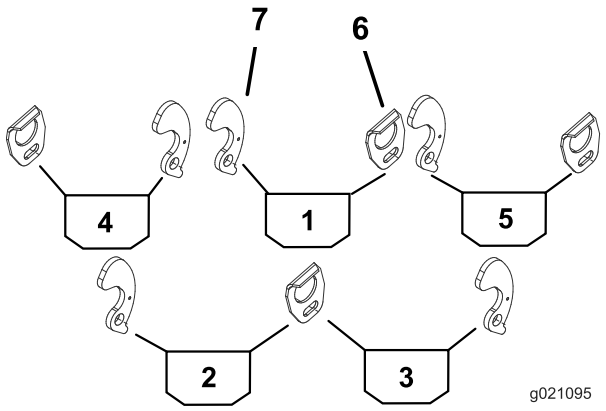
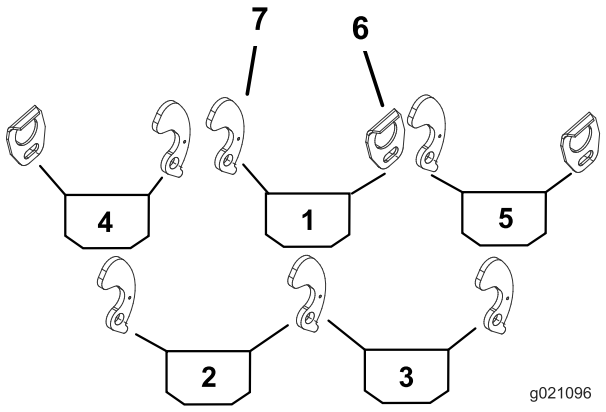

Figura 1
Figura 2
2. Utilizzate Figura 1 e Figura 2 per determinare le posizioni in cui le guide e i blocchi delle camme del cesto devono essere fissati ai telai portanti dell'apparato di taglio.
3. Fissate una guida del cesto al lato opportuno del telaio portante di ogni apparato di taglio (Figura 1) con un bullone (5/16 x 1/2 bullone) e una rondella piana (.344 x .875).